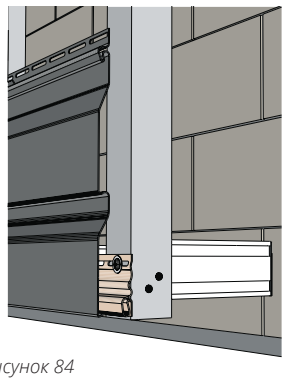

Рисунок 84
19.1 Смонтируйте первую панель сайдинга, соблюдая общие правила монтажа, заведя ее в стартовую планку (рис. 84).